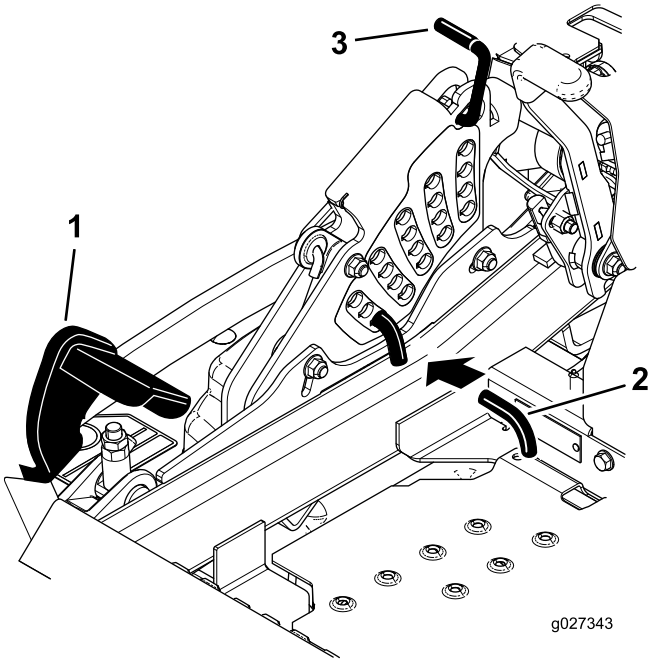

Figur 87
5. Tråkk løftepedalen for klippeenheten helt ned for å heve den til transportstillingen (14 cm) (Figur 87).